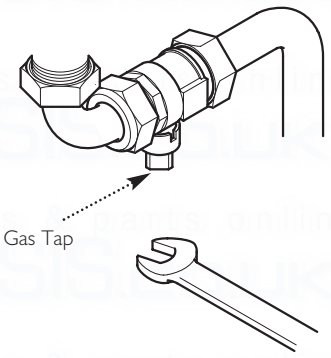

Fig. 7
Turn off the gas supply at the meter and call your gas supplier immediately. It is possible to isolate the boiler and at the isolating valve (Fig. 7).
1. Using a suitable open ended spanner, turn the square nut on the gas tap through 90° (1/4 turn) to isolate the gas supply at the boiler (Fig. 7).
3. The water isolating valves are positioned under the boiler and can be closed by turning their taps to the right towards the wall (Fig. 7).